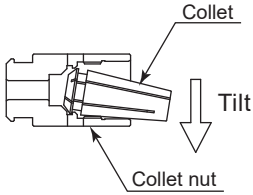
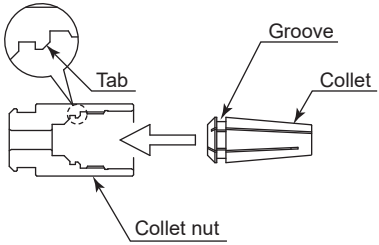

Fig. 9
Fig. 10
(2) Hold the collet nut in one hand, and tilt the collet to one side to release it. If the collet is not released, try tilting it to the other side. (Fig. 9)
(3) Hold the collet nut in one hand, and install the collet. (Fig. 10)
If the collet is difficult to install, tilt the collet to one side when inserting it, so that the tabs can more easily be seated in the groove. (Fig. 9, Fig. 10)